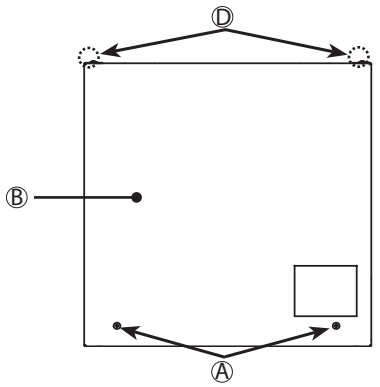

Рис. 2.3.1
2.3 Установка блока FTC (Рис. 2.3.1, 2.3.2, 2.3.3, 2.3.4)